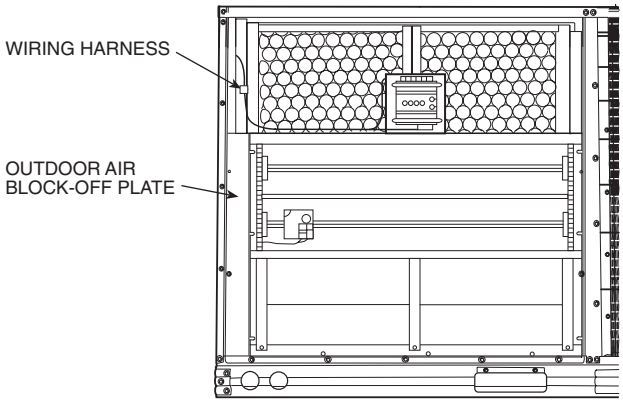

**Fig. 35 — EconoMi$er Installed in 48TF008 and 012 Units**
8. Install the outdoor air block-off plate, then secure the EconoMi$er with the screws provided. See Fig. 35.